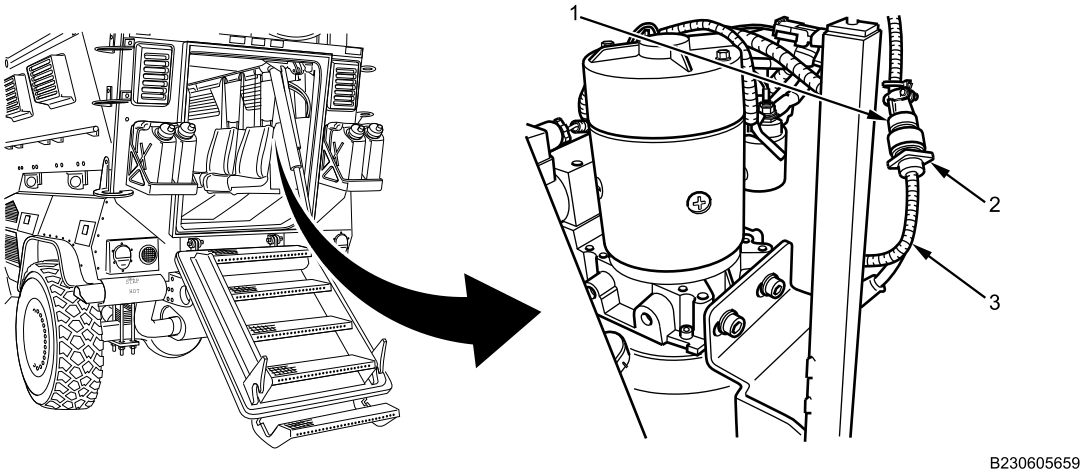

Figure 1. Rear Door/Ramp Control Harness Connector.
1. Disconnect rear door/ramp control harness connector (Figure 1, Item 1) from rear door/ramp hydraulic system harness connector (Figure 1, Item 2) and rear door/ramp hydraulic system harness (Figure 1, Item 3).